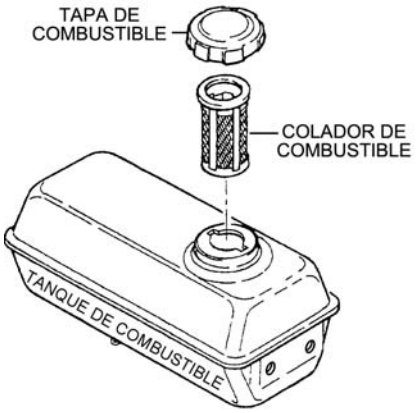

Figura 12. Retirada del colador de combustible
3. A continuación, quite, inspeccione y limpie el colador de combustible (Figura 12) con disolvente.